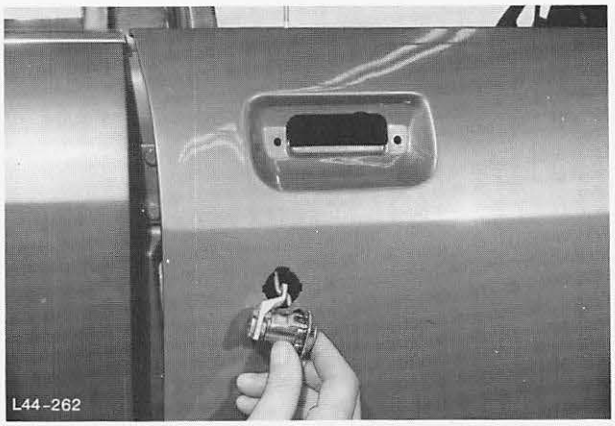

Abb. 133 Schließzylinder montieren
22. Schließzylinder einsetzen, Abb. 133, Gestänge an Türschloß anclipsen und U-Sicherung anbauen.